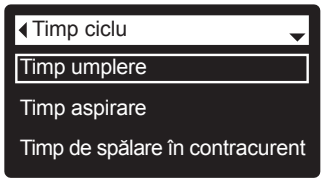

FIG. 75
9. Apăsaţi SELECT (⬭). Afişajul revine la timpii de ciclu (fig. 75).